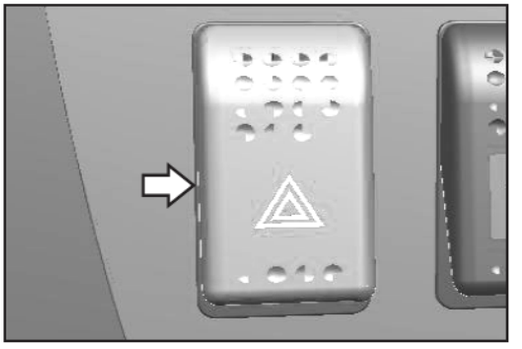

Рис. 3.3.1
3.3.1 Переключатель аварийных предупредительных огней (Рис. 3.3.1):